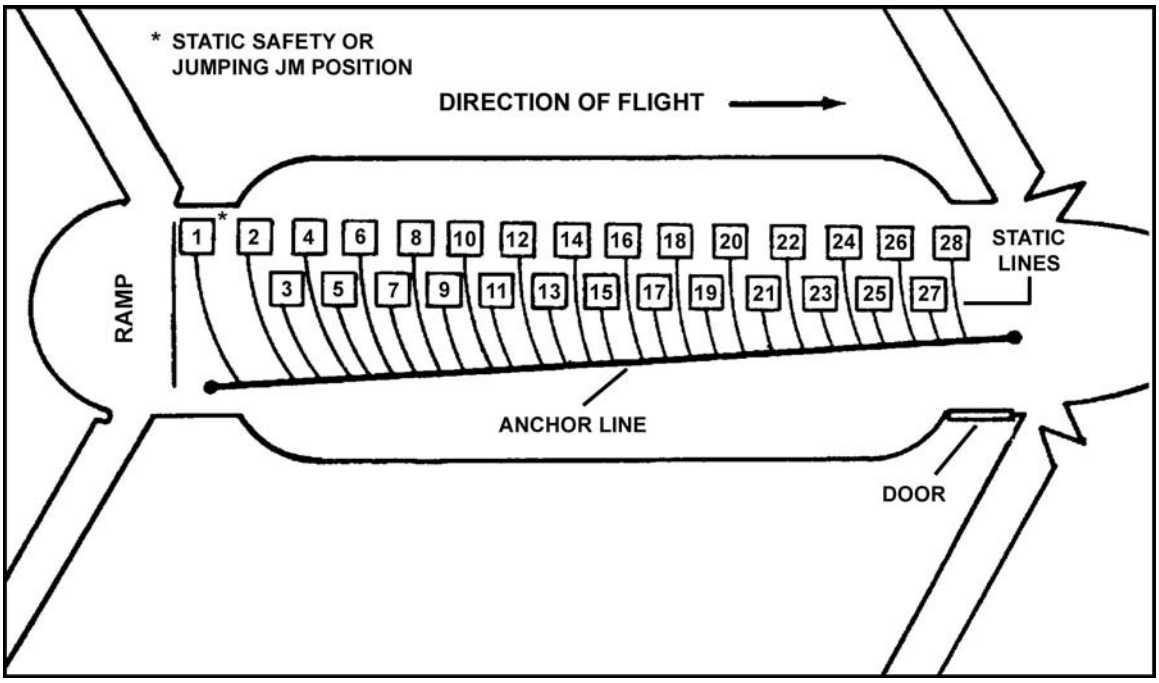

Figure 17-21. CH-47 static line routing.
b. **Jumpmaster**. The JM or safety personnel ensure that parachutists are hooked up consecutively, 1 through 28 (Figure 17-21). If the JM does not jump, he wears a safety harness or back emergency parachute. He checks each parachutist after they hook up and controls the flow of parachutists. When an external load is delivered, the JM ensures the external load is clear and the aircraft has accelerated to a safe airdrop speed before dropping cargo bundles from inside the aircraft or before permitting parachutists to exit.